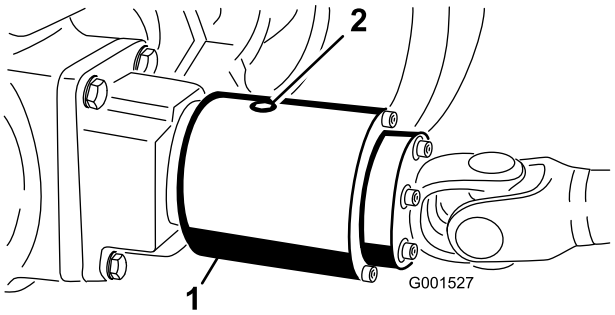

**Figuur 56**
3. Draai de koppeling zodanig dat de controleplug naar beneden wijst (Figuur 56).